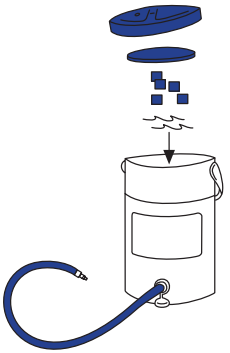

Figure 1
1. Before applying the Cryo/Cuff, prepare the cooler (Figure 1) 4
1. Before applying the Cryo/Cuff, prepare the cooler (Figure 1)